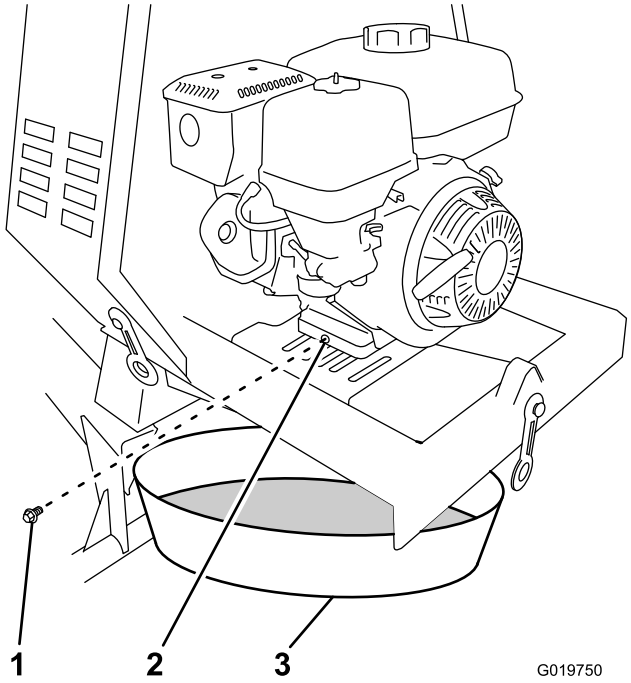

Figure 51
3. Placez un bac de vidange sous l'orifice de vidange d'huile du moteur (Figure 51).
4. Retirez le bouchon de vidange et laissez l'huile s'écouler dans le bac de vidange (Figure 51).
5. Lorsque la vidange d'huile est terminée, remettez le bouchon de vidange en place avec une rondelle neuve (Figure 51).